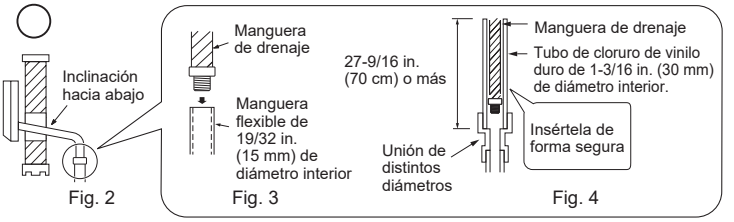

Fig. 2 Fig. 3 Fig. 4
5) Acople la tubería de conducción (para la tubería posterior)/unión acodada (para las tuberías a la derecha, a la izquierda o hacia abajo) a la placa de conducción con la tuerca de bloqueo. La rosca de la tubería de conducción/unión acodada instaladas que aparece en el interior debe ser menor de 3/8 in. (10 mm). (Fig. 1). La unión acodada debe ser menor de 1-3/16 in. (30 mm) en el exterior. (Fig. 2)
3) Extraiga la manguera de drenaje por la parte posterior izquierda de la unidad interior. (Fig. 2)
- La manguera de drenaje debe quedar hacia abajo para facilitar el drenaje. (Fig. 2)